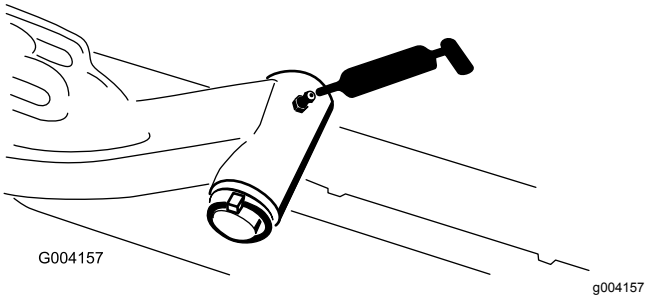

Figur 39
- Lyftarmens svängaxel (1 var) (Figur 39)